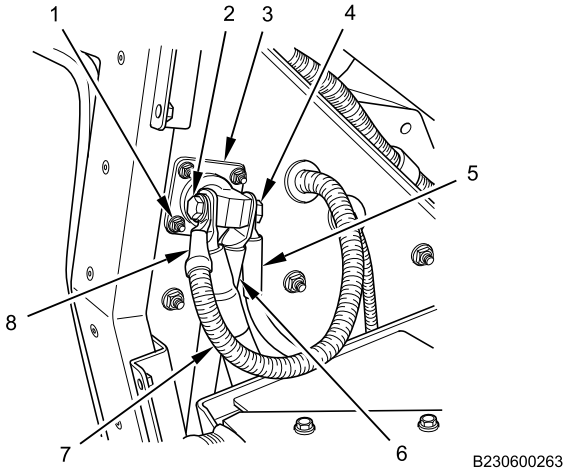

Figure 2. NATO Jump Start Connector Wiring.
2. Remove bolt (Figure 2, Item 2), 150-amp mega fuse cable (Figure 2, Item 8), and positive battery post cable (Figure 2, Item 7) from positive side of NATO jump start connector (Figure 2, Item 3).
3. Remove bolt (Figure 2, Item 4), 120-volt inverter cable (Figure 2, Item 5), and negative battery post cable (Figure 2, Item 6) from negative side of NATO jump start connector (Figure 2, Item 3).